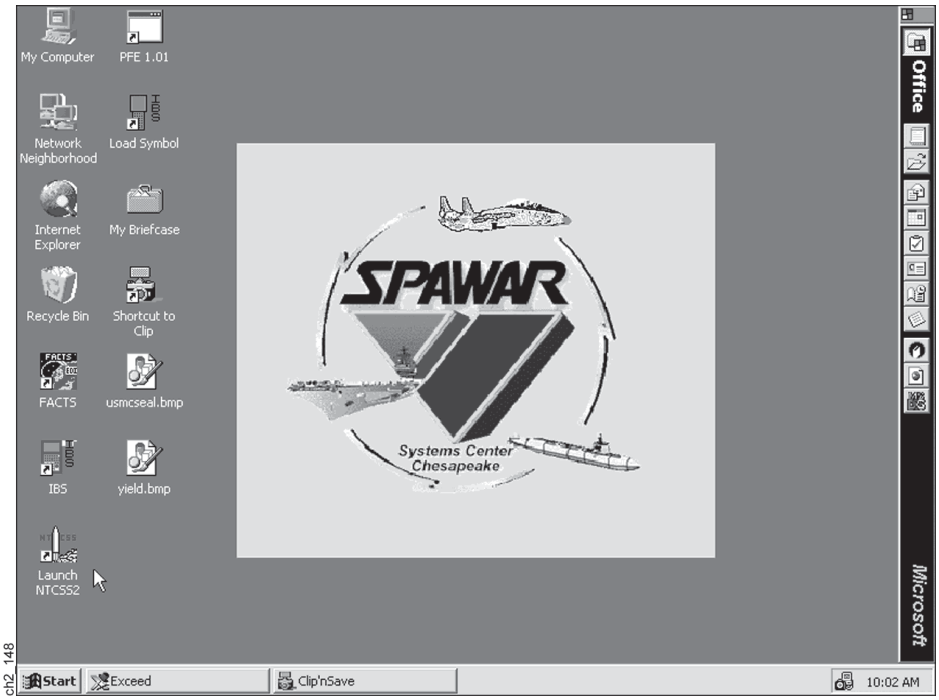

Figure 2-1
a. **Step 1.** On the Windows Desktop Screen above (Figure 2-1), select the Launch NTCSS 2 Option.